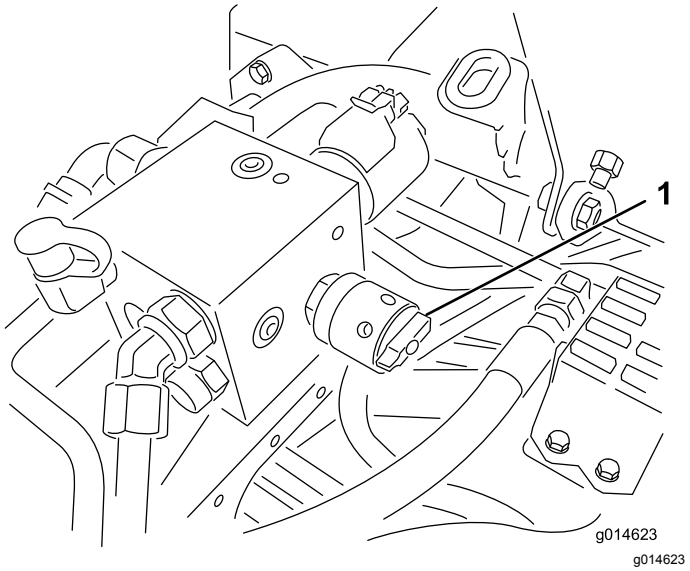

Figur 48
4. Knivcylindrenes hastighed indstilles ved at dreje grebet (Figur 48), indtil indikatorpilene står ud for det tal, der angiver den ønskede indstilling.